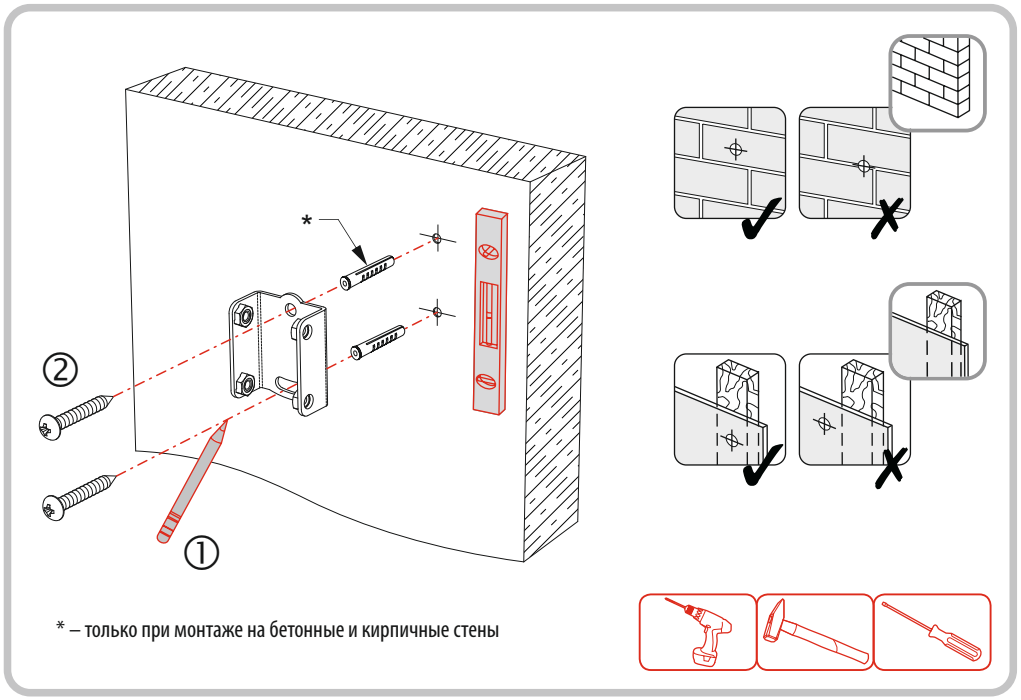

Рисунок 2. Монтаж основания на стену
4.4. С помощью уровня и линейки (рулетки) разметьте места сверления (см. Рис.2). Используйте основание кронштейна в качестве шаблона.
4.7. Закрепите основание кронштейна на стене (см. Рис.2). Плотно затяните шурупы.